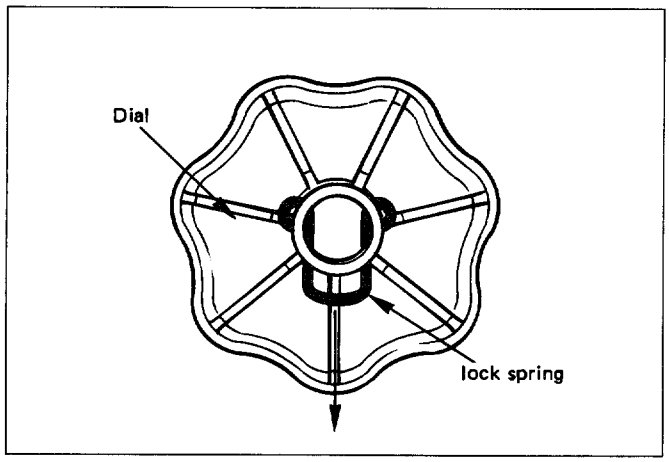

Fig. 10-183
- Remove the side cover fixing screws and dial lock spring (Fig. 10-183)